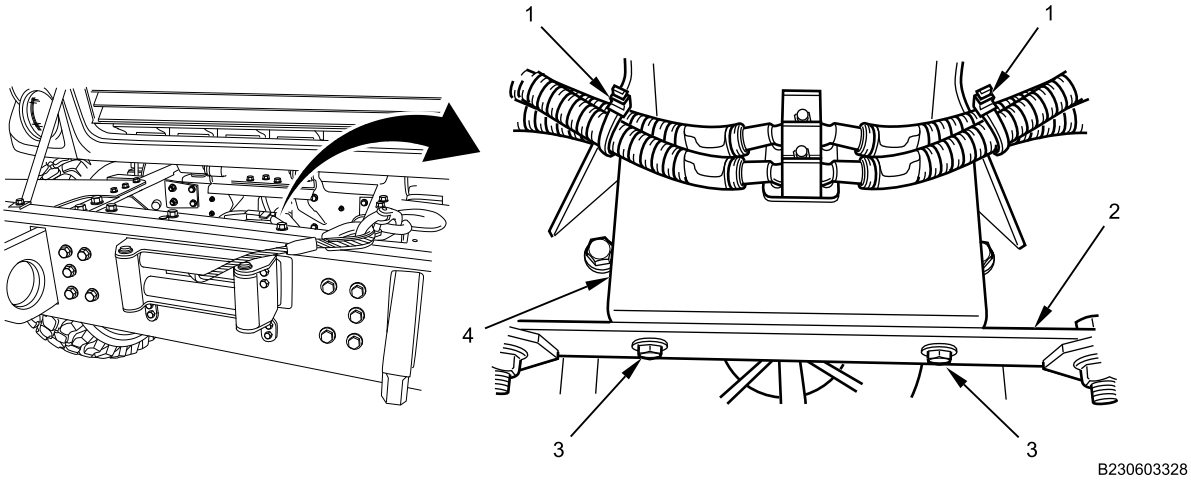

Figure 4. Battery Cable Junction Block Support.
2. Install battery cable junction block support assembly (Figure 4, Item 4) on radiator support small crossmember (Figure 4, Item 2) with two bolts (Figure 4, Item 3). Tighten bolts securely.
6. Install two new cable lock straps (Figure 4, Item 1).